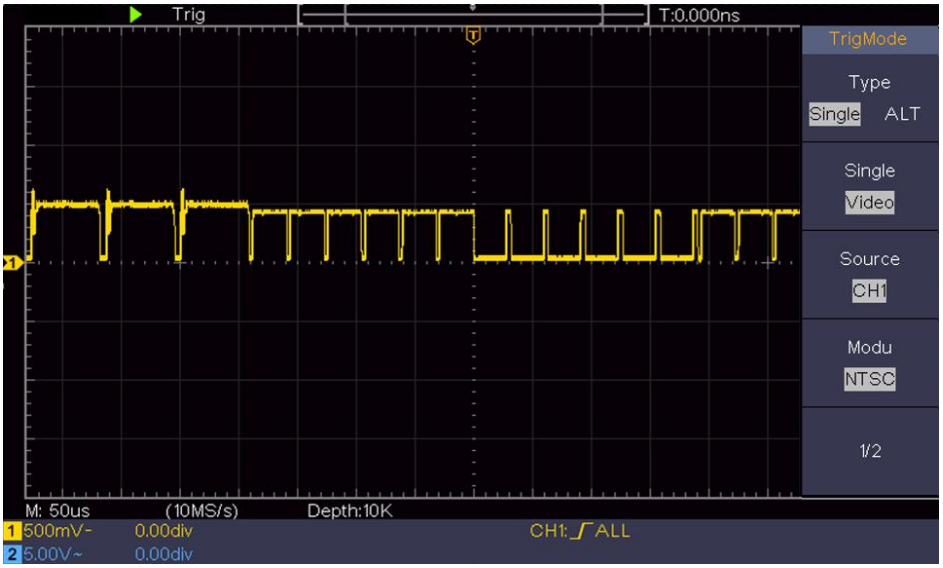

Figure 6-7 Waveform Captured from Video Field Trigger
(1) Push the **Trigger Menu** button to display the right menu.
(2) In the right menu, select **Type** as **Single**.
(3) In the right menu, select **Single** as **Video**.
(4) In the right menu, select **Source** as **CH1**.
(5) In the right menu, select **Modu** as **NTSC**.
(6) In the right menu, press **1/2**, select **Sync** as **Field**.
(7) Turn the **Vertical Scale**, **Vertical Position** and **Horizontal Scale** knobs to obtain a proper waveform display (see *Figure 6-7*).